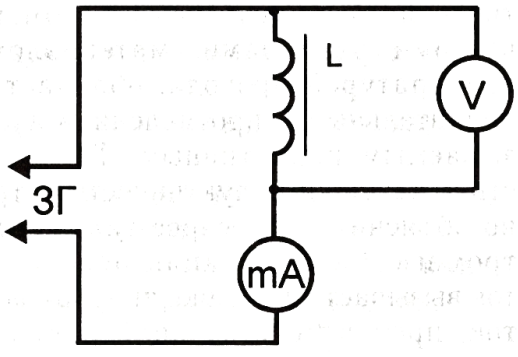

Рис. 14-4-2
1. Соберите электрическую цепь по рис. 14-4-2. В катушку L полностью вставьте ферромагнитный стержень.